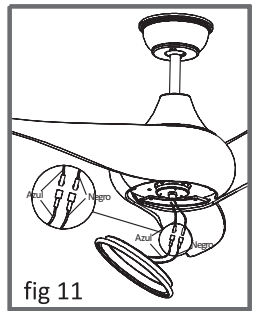

fig 11
2) Quite un tornillo de la luminaria , desenrosque los otros tornillos h 3-4mm (fig.11)
3) Conecte los cable a la luminaria. Azul con azul, negro con negro (fig.11)